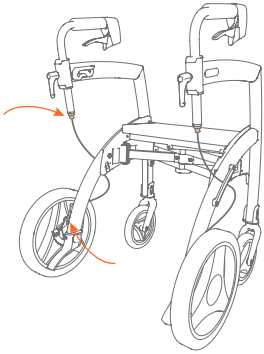

Figure 56: Brake adjustment via the adjustment screws at the top and bottom of the brake cable.
If the brakes do not work properly, they can be adjusted in two ways: at the top and bottom of the brake cable **(Figure 56)**. The adjustment at the top of the brake cable (just below the height adjustment handle) is for fine-tuning, so the performance of the brake can be set a little tighter. The adjustment at the bottom of the brake cable (near the rear wheels) is for a more radical adjustment. Make sure that both the left and right brakes are properly adjusted.
b. First loosen the locking ring (pull the cable down to make it easier). This gives you the space to tighten or loosen the adjustment screw under it **(Figure 56)**.